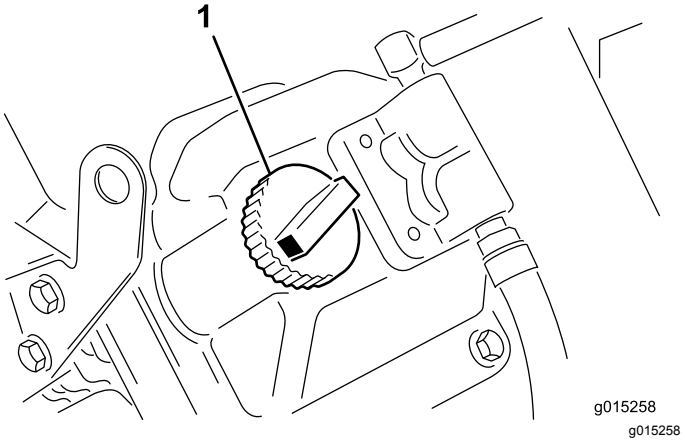

Figura 9
5. Se il livello dell'olio non raggiunge la tacca di pieno, togliete il tappo del tubo di riempimento e aggiungete olio fino a portarlo alla tacca di pieno sull'asta di livello (Figura 9).